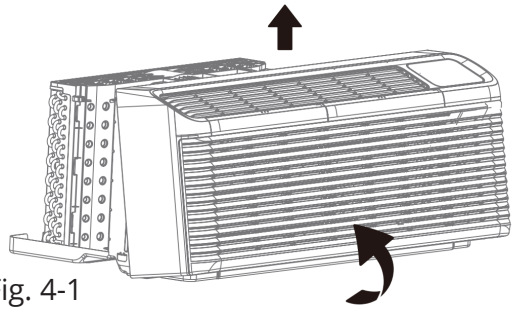

Fig. 4-1
Étape 1 : Tirez vers le bas pour le dégager des languettes, puis soulevez le panneau avant. (Voir fig. 4-1.)